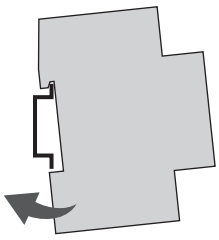

Fig. 4: Montaggio su guida DIN
1. Posizionare l'interruttore orario dall'alto sulla guida DIN (Fig. 4) e spingerlo all'indietro sino a quando non si innesta.